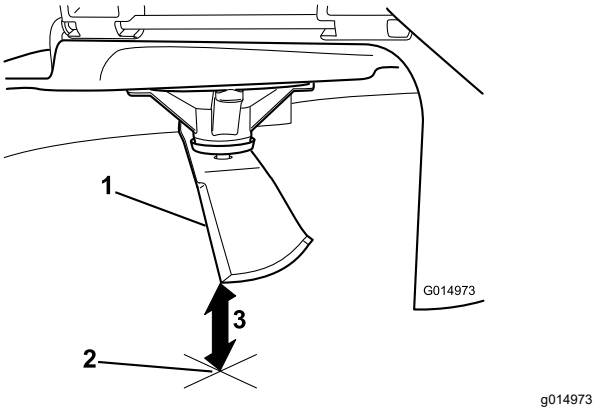

Figur 67
5. Mät från knivspetsen till den plana ytan (Figur 67).